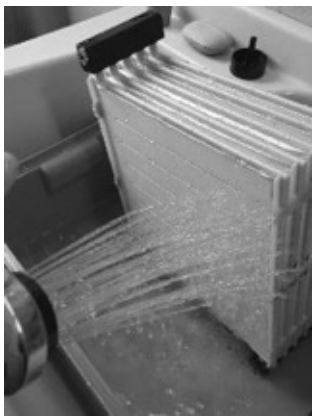

Abb. 25: Staub abwaschen
• Waschen Sie die Staubspuren vorsichtig mit Hilfe einer Handdusche, eingestellt auf weichen Wasserstrahl, ab (siehe *Abb. 25*). Die innenliegenden Befeuchterelemente können ebenfalls auf diese Weise gereinigt werden.